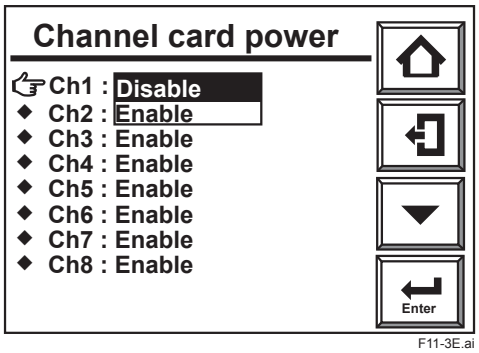

Figure 11.3 Channel Card Power (Hot Swap) Display
3) On the [Maintenance] display, select [Channel card power]. Touch the Enter key. A display shown in Figure 11.3 will appear.